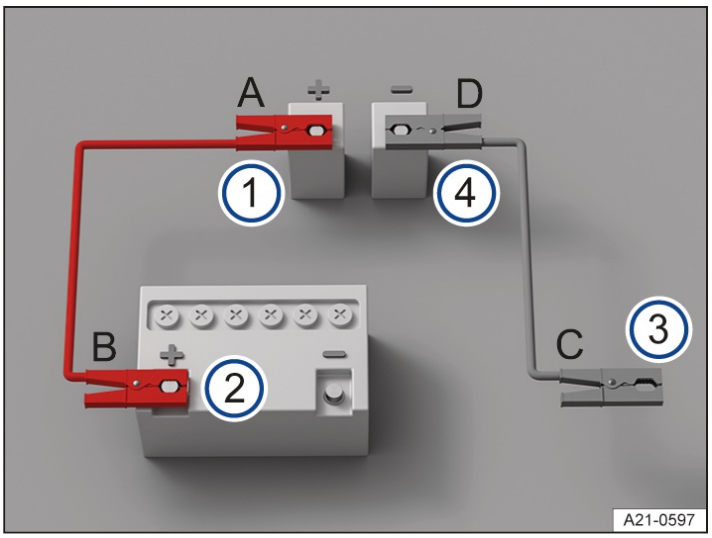

Fig. 1 Schematic diagram of how to connect the jump leads.
Connect the jump leads only in the order A – B – C – D → *Fig. 1*.
3. Connect one end of the red jump lead to the positive jump-start connection point (+) of the vehicle with the discharged 12-volt vehicle battery → *Fig. 1* (1) → ⚠.
4. Connect the other end of the red jump lead to the positive battery terminal (+) of the vehicle providing assistance → *Fig. 1* (2).
5. Connect one end of the black jump lead preferably to an earth jump-start connection point (–) on the vehicle with the 12-volt vehicle battery providing assistance → *Fig. 1* (3).
Or: if no earth jump-start connection point (–) is present, connect the end of the black jump lead to a solid metal part that is securely bolted onto the cylinder block or to the cylinder block itself on the vehicle with the 12-volt vehicle battery providing assistance → *Fig. 1* (3).
6. Connect the other end of the black jump lead to the earth jump-start connection point (–) on the vehicle with the discharged 12-volt vehicle battery → *Fig. 1* (4) → ⚠.